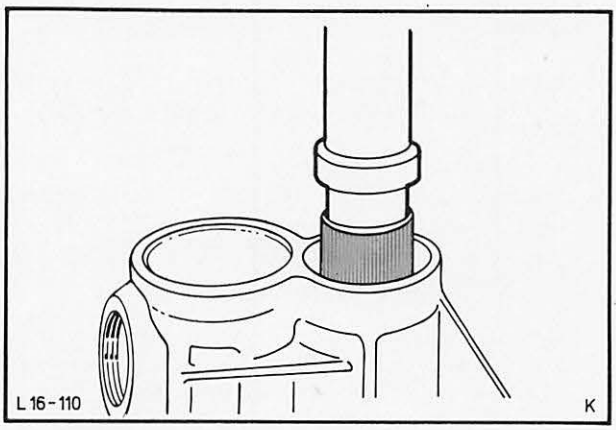

Abb. 133 Büchse – Getriebeverlängerung mit Spezialwerkzeug 16-016 eintreiben („B"-Getriebe)
4. Neue Büchse mit Spezialwerkzeug 16-016 in die Getriebeverlängerung eintreiben, Abb. 133.